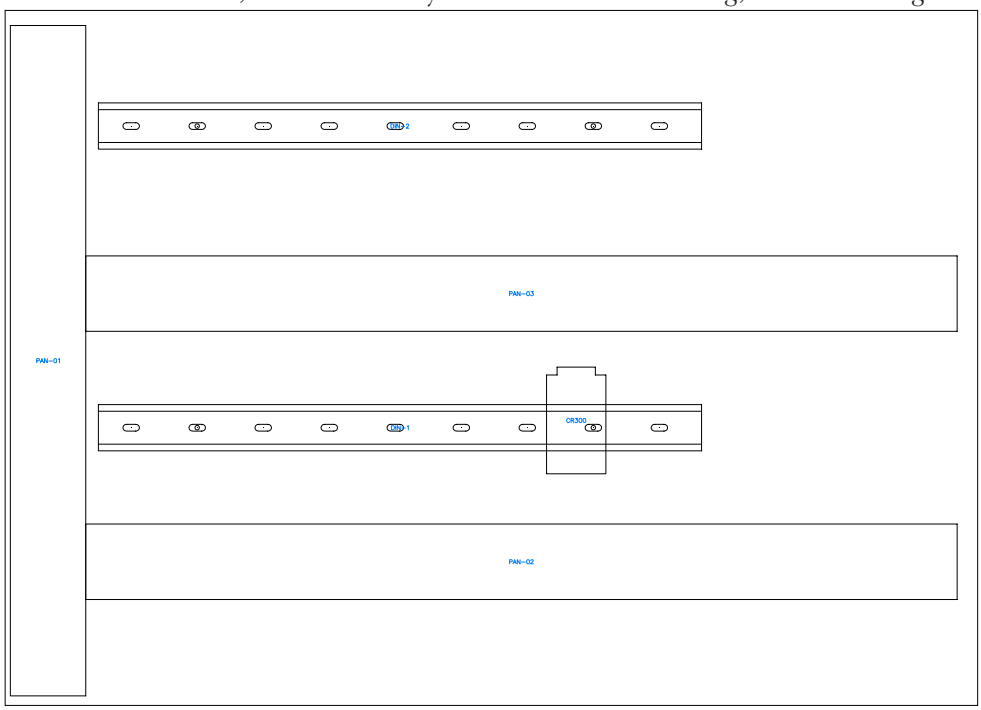

Figure P2-7 *The CR300 relay inserted in the drawing*
11. Choose the **OK** button; the CR300 relay is inserted in the drawing, as shown in Figure P2-7.